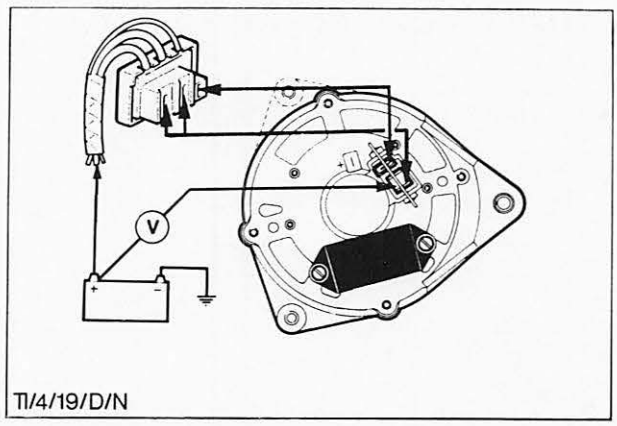

Abb. 13 Spannungsabfall im Plus-Teil des Ladestromkreises prüfen
8. Testkabel und Voltmeter, wie in Abb. 13 gezeigt, anschließen, um den Spannungsabfall im Plus-Teil des Ladestromkreises zu prüfen. Regler-Mehrfachstecker anschließen.